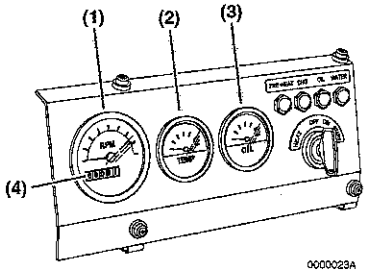
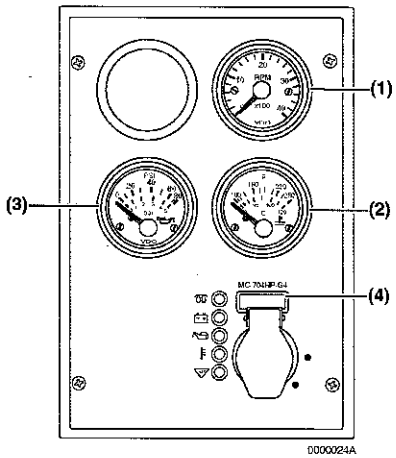

Figura 5
Figura 6
Contagiri: il contagiri **(Figura 5, (1))** o **(Figura 6, (1))** indica la velocità del motore in giri al minuto (giri/min).
Temperatura refrigerante motore: il termometro del refrigerante **(Figura 5, (2))** o **(Figura 6, (2))** indica la temperatura del refrigerante del motore.
Pressione olio motore: l'indicatore della pressione dell'olio **(Figura 5, (3))** o **(Figura 6, (3))** indica la pressione dell'olio motore.
Contaore: il contaore **(Figura 5, (4))** o **(Figura 6, (4))** indica il numero totale di ore di funzionamento del motore. Questa indicazione è utile per la pianificazione delle *Procedure di manutenzione periodica a pagina 95.*